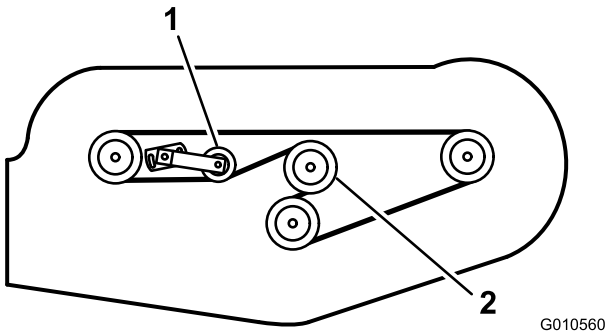

Figur 31
6. Monter den nye rem omkring gearkassens remskive, spindelremskiverne, den stationære styreremskive og den justerbare styreremskive (Figur 31).